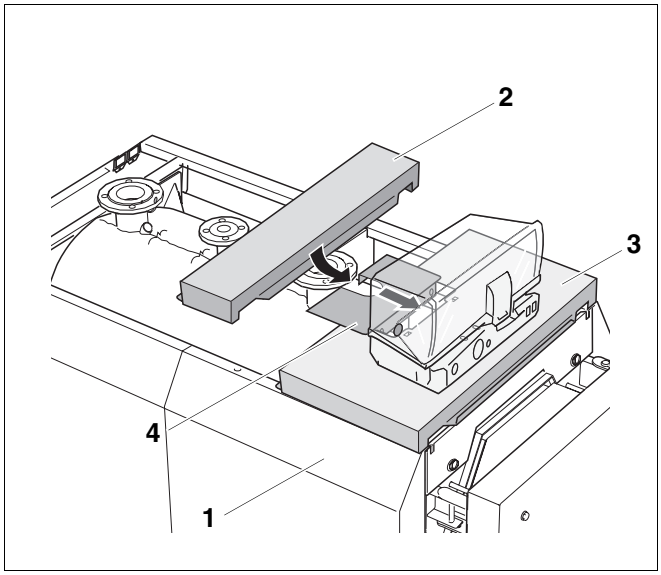

Rys. 32 Montaż pokrywy przedniej
- Osadzić przednią pokrywę (rys. 32, **poz. 2**) na przednich ściankach bocznych (rys. 32, **poz. 1**) i dosunąć do przedniej pokrywy kotła (rys. 32, **poz. 3**).
- Położyć przedni element pokrywy (rys. 32, **poz. 4**) na przedniej pokrywie kotła (rys. 32, **poz. 3**) i skręcić.